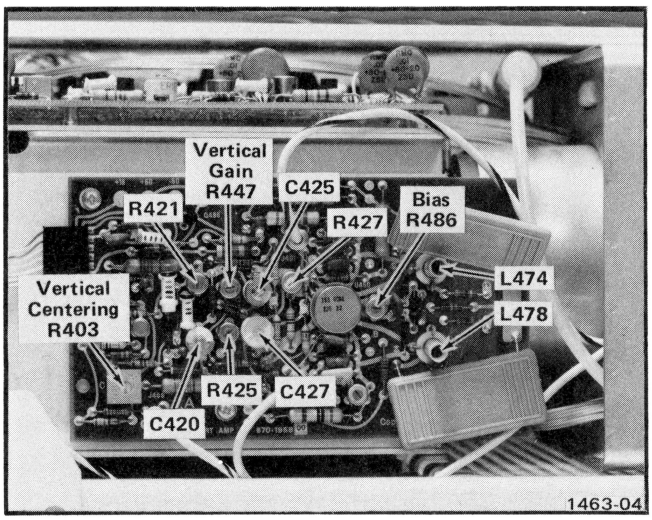

Fig. 2-4. Location of vertical system adjustments on Vertical Output board SN B149999-below.
d. Adjust—Bias, R486, for maximum gain. See Fig. 2-4 for adjustment location.
c. Adjust—Vertical Centering, R403, to position the trace to the center horizontal line. See Fig. 2-4 for adjustment location.
e. Adjust—Vertical Gain, R447, for exactly six divisions of deflection for the center seven traces. See Fig. 2-4 for adjustment location.
d. Adjust—long term flat response R455 and R465 for a flat-top pulse with positioning from top to bottom of screen. See Fig. 2-4 for adjustment location.
i. Adjust—if necessary, compromise the adjustment of C420, R421, R425, L474, L478, C427, and R427 for best response from both the left and right vertical compartments. See Fig. 2-4 for adjustment location.